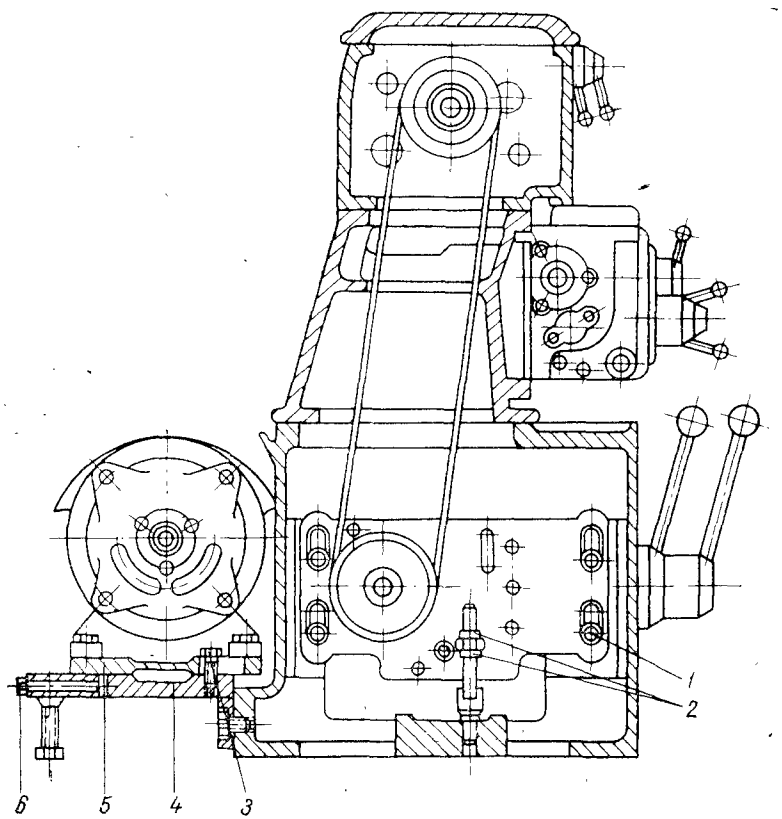

Рис. 16.
3. Натяжение ремней коробки скоростей регулируют следующим образом: отвинчивают винты *1* (рис. 16), крепящие плиту коробки скоростей к внутренней стенке тумбы станка, и при помощи гаек *2* регулируют натяжение ремней. После этого завинчивают винты *1*.
4. Натяжение ремней электродвигателя регулируется перемещением плиты *5* с электродвигателем по кронштейну *4* в горизонтальной плоскости (см. рис. 16). Для этого необходимо отвинтить винты *3* и при помощи винтов *6* создать необходимое натяжение ремней, после чего закрепить винты *3*.